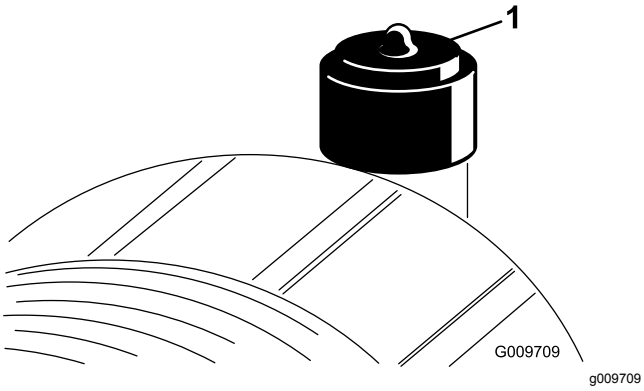

Figuur 81
Geef het luchtfilter uitsluitend een onderhoudsbeurt als de onderhoudsindicator (Figuur 81) dit aangeeft. Als u het luchtfilter vervangt voordat dit nodig is, wordt alleen maar de kans vergroot dat er vuil in de motor komt als u het filter verwijdert.
2. Stel de indicator (Figuur 81) opnieuw in als deze rood is.